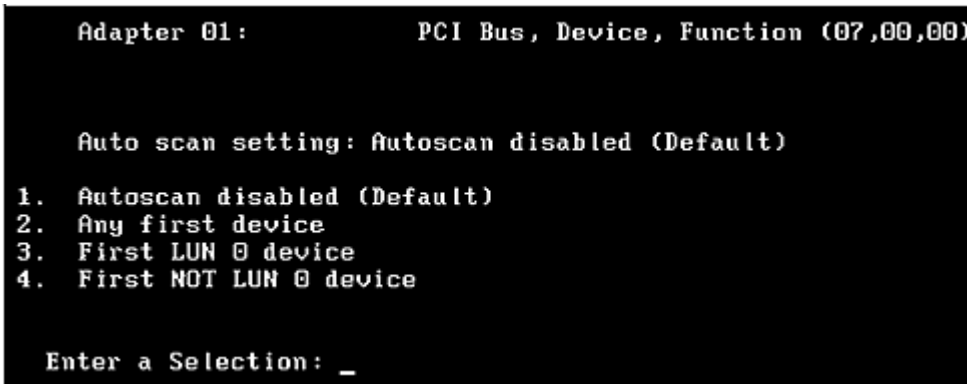

Figure 14: Set Auto Scan menu
1. On the Adapter Configuration menu, select **<1>** Enable or Disable BIOS. The current status of the boot BIOS is displayed (Figure 14).
2. Select **<6>**, Auto Scan Setting (+Advanced Option+). Figure 14 is displayed.